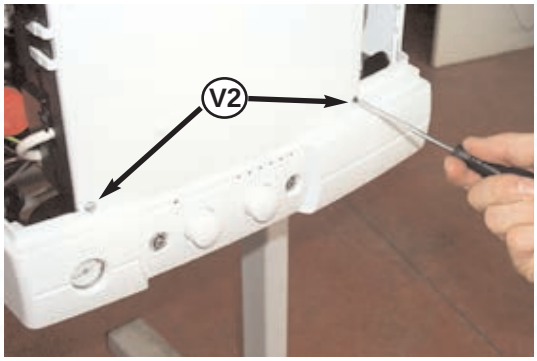

Fig. 96
6. Remove the two screws "**V2**" and pull toward you unlocking the two clamps "**V3**" *(see Fig. 96 & 97)*;